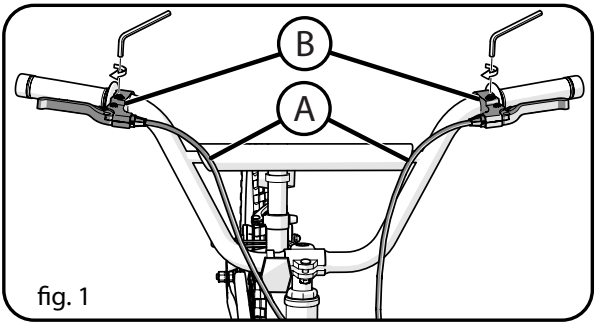

fig. 1
- Rode as alavancas dos travões Ⓑ para uma posição de condução confortável e aperte bem. (**fig. 1**).